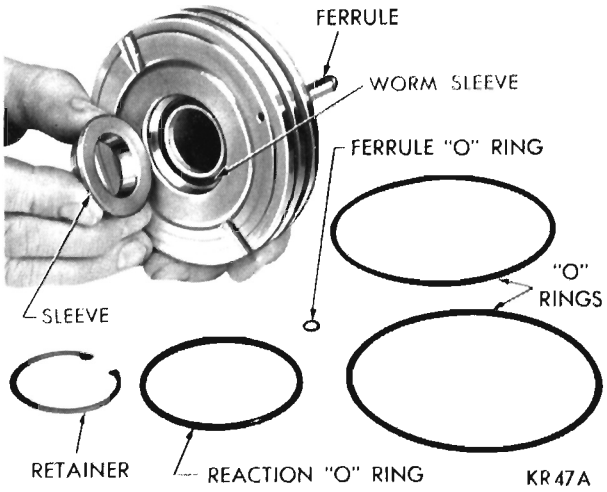

Fig. 17—Removing Cylinder Head Oil Seal
(24) Remove snap ring, sleeve and rectangular oil seal ring from cylinder head counterbore (Fig. 17).
(25) Test operation of wormshaft. The torque required to rotate wormshaft throughout its travel in or out of piston must not exceed 2 inch-pounds with a 15